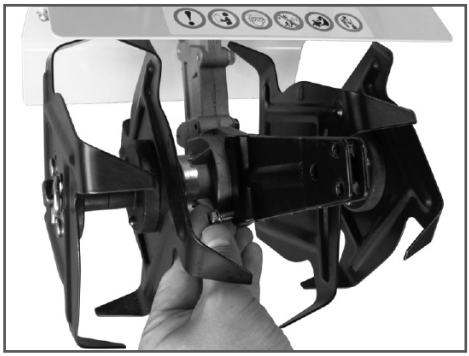

Рис. 5 Установка кронштейна сошника
2. Установите кронштейн сошника на заднюю часть редуктора и закрепите с помощью двух болтов и двух гаек (Рис. 5).